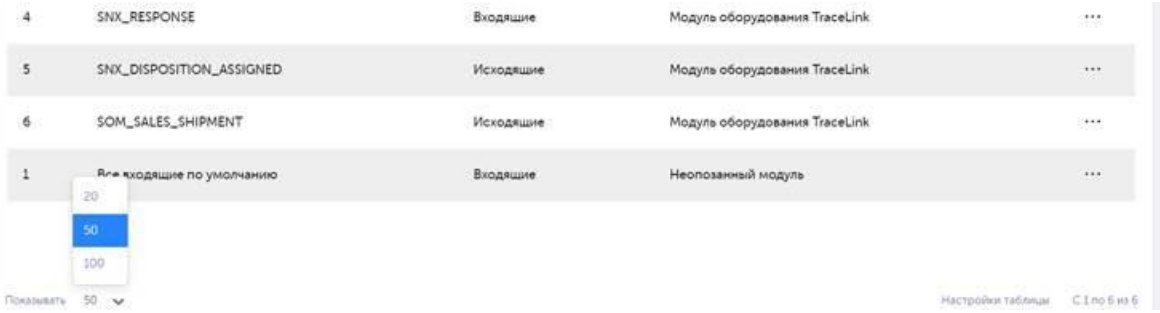

Рисунок 2-104
1) выбор из выпадающего списка заданного количества строк, отображающихся на одной странице в окне формы справочника (Рисунок 2-104), по умолчанию отображается 50 записей;